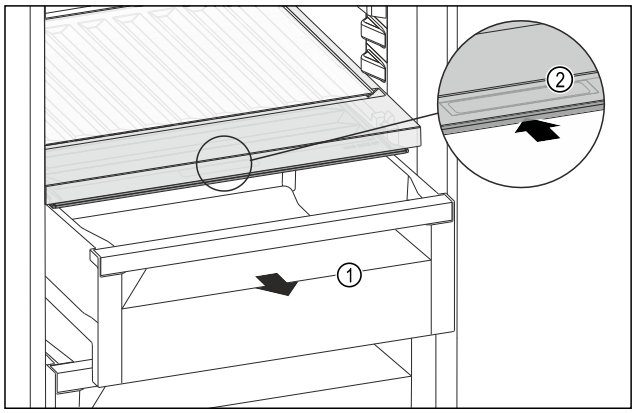

Fig. 123
▶ Pull out the drawer *Fig. 123 (1)*.
▶ Grasp the recessed grip *Fig. 123 (2)* on the compartment lid and push the compartment lid backwards at the same time.